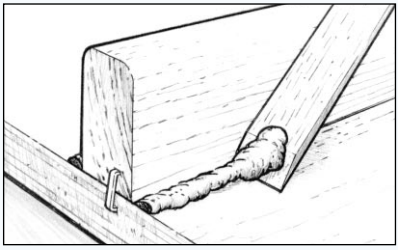

Figur 12 Fjern eller form overskydende epoxy, som flyder ud af samlingen.
4. Fjern eller form overskydende lim, der klemmes ud af samlingen, så snart samlingen er fastgjort med skruetvinger. En WEST SYSTEM 804 Blandepind hvor den ene ende er slebet til et tværæg, hvilket er et ideelt værktøj til fjernelse af det overskydende lim *(Figur 12)*. Lad samlingen hærde grundigt, før skruetvingerne afmonteres.